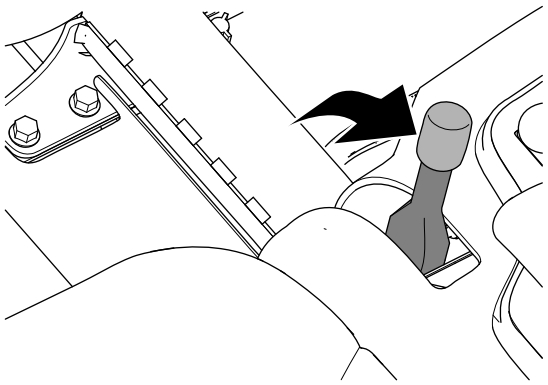

Figuur 31
2. Stel de parkeerrem in werking (Figuur 31).